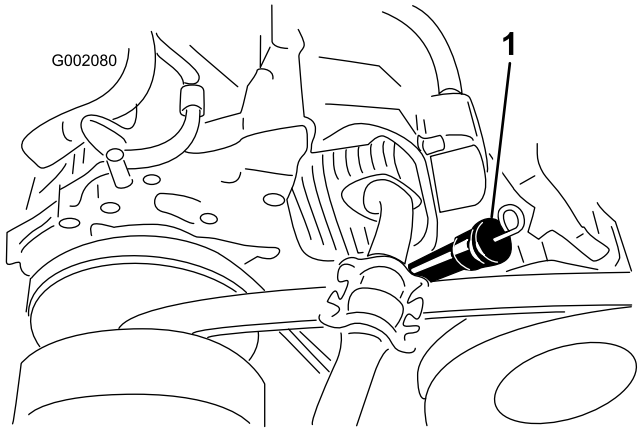

Figuur 10
2. Reinig rond de oliepeilstok (Figuur 10 voor modelnummers 07266/TC enFiguur 11 voor modelnummers 07273/TC) zodat er geen vuil in de vulopening kan vallen en de motor kan beschadigen.